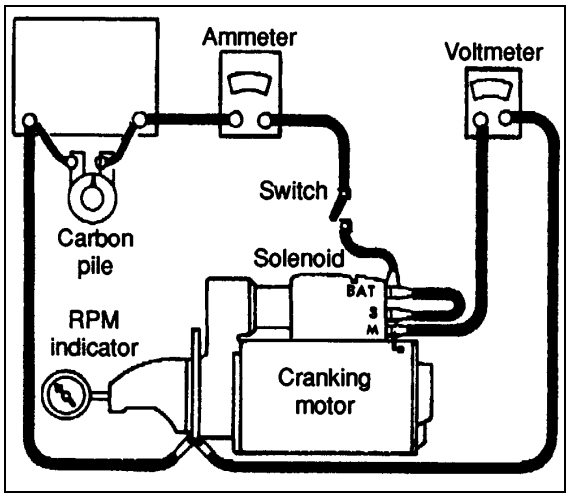

FIGURE 49: STARTING MOTOR NO-LOAD TEST 06084
Before disassembly of the starting motor, the following check of starting motor operation should be done to determinate any condition that may require special attention during overhaul. Make test connections to the starting motor as in figure 49.
Connect the starting motor in series with fully charged batteries to give 24 volts, an ammeter capable of reading several hundred amperes and a variable resistance. Also connect a voltmeter as illustrated in figure 49 from the solenoid motor (M) terminal to the starter frame. A rpm indicator is necessary to measure armature speed. Proper voltage can be obtained by varying the resistance unit.